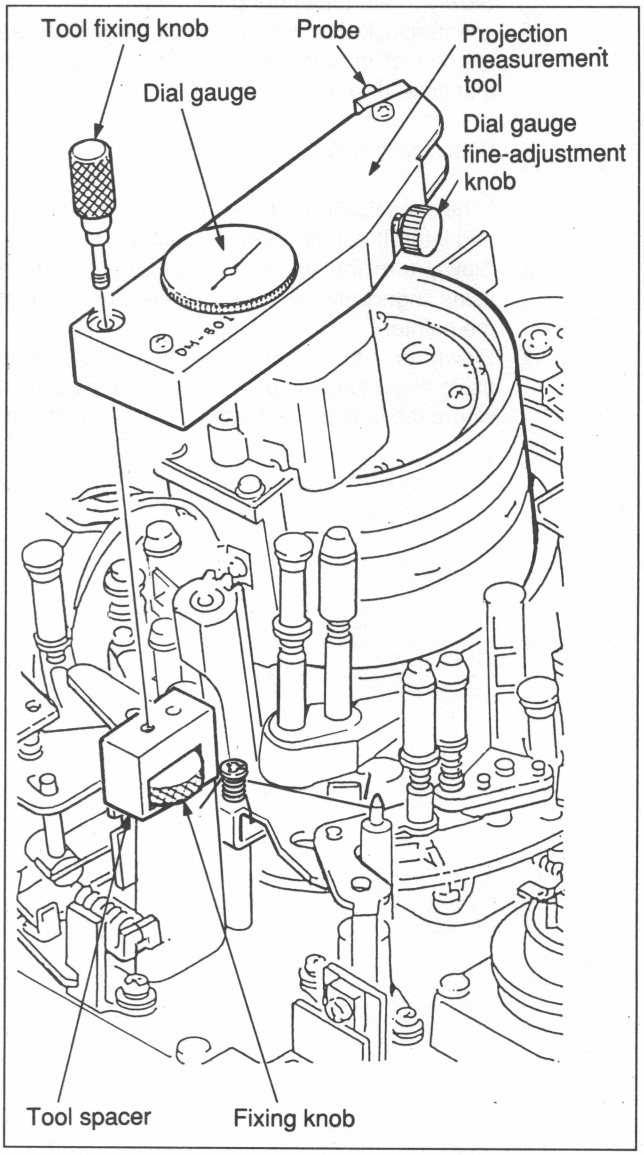

Fig. 7-2-4 Projection Measurement Tool Installation
② Clean the tip of the probe and the outer circumference surface of the upper drum.
③ With the fixing knob, fix the tool spacer in the position where the head bracket ass'y is removed. (Fig. 7-2-4)
④ Turn the dial gauge fine-adjustment knob of the tool counterclockwise and loosen the knob taking care that it is not removed.
⑤ With the tool fixing screw, install the tool in the tool spacer taking care that it does not touch the drum ass'y.
⑥ Turn the dial gauge fine-adjustment knob clockwise and stop its rotation in the position where the dial gauge pointer deflects (when the probe touches the outer circumference surface of the drum).